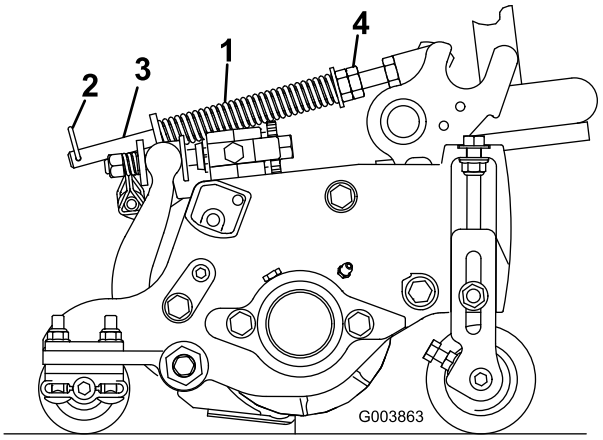

Figur 17
Gräsutjämningsfjädern (Figur 17) överför vikt från den främre till den bakre valsen. (Detta hjälper till att minska förekomsten av det speciella vågformade mönster i gräsmattan som kallas för ”ondulering” eller ”bobbing”.)
1. Se till att hårnålssprinten sitter i det bakre hålet på fjäderstången (Figur 17).
2. Dra åt sexkantsmuttrarna på fjäderstångens främre ände till dess att fjäderns komprimerade längd är 12,7 cm på 5 tums-klippenheter, eller 15,9 cm på 7 tums-klippenheter (Figur 17).